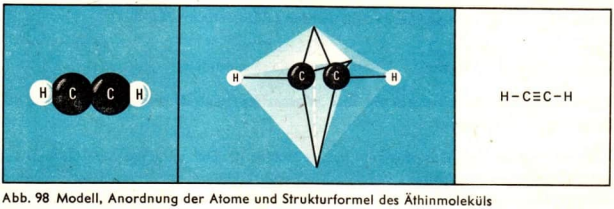

Abb. 98 Modell, Anordnung der Atome und Strukturformel des Äthinmoleküls
Die stark rußende Flamme ist durch die unvollständige Verbrennung des verhältnismäßig großen Anteils Kohlenstoff in der Verbindung bedingt. Die Summenformel C_2H_2 zeigt ein Atomzahlverhältnis von Kohlenstoff zu Wasserstoff von 1 : 1 an. Jedes Kohlenstoffatom im Äthinmolekül ist mit nur einem Wasserstoffatom verbunden (Abb. 98). Zwischen den beiden Kohlenstoffatomen liegt eine **Dreifachbindung** vor. Die beiden Kohlenstoffatome sind durch drei gemeinsame Elektronenpaare miteinander verbunden.
beiden Tetraeder mit den Grundflächen. An den Spitzen der Tetraeder befinden sich die Wasserstoffatome. So liegen die beiden Wasserstoffatome und die beiden Kohlenstoffatome auf einer Geraden (Abb. 98). ② ③ ④ ⑤